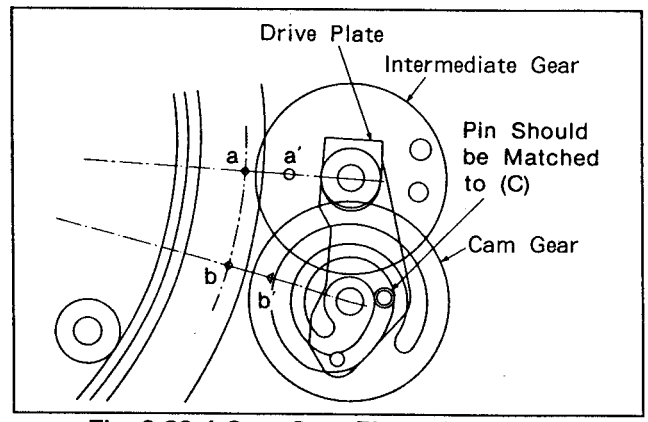

Fig. 6-22-4 Cam Gear Phase Adjustment
1. Install the Intermediate Gear and the Cam Gear, then the holes a, b should be matched with the holes a' of the Intermediate Gear and b' of the Cam Gear as shown in figure 6-22-4.
2. Install the Drive Plate then the pin of the Drive Plate should be matched with the groove position C of the Cam Gear as shown in figure 6-22-4.